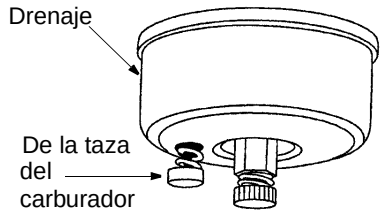

Figura 20
3. Drene el carburador presionando hacia arriba el drenaje de la taza, ubicado debajo de la cubierta del carburador. Ver Figura 20.